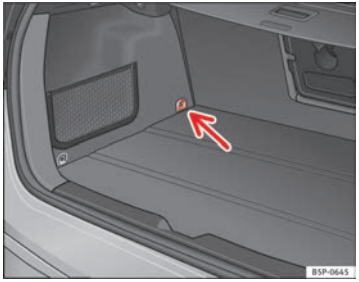

Fig. 32 Top Tether* securing ring
– Press the child seat onto the ISOFIX retaining rings until the child seat can be heard to engage securely. If the child seat is equipped with Top Tether* anchor points, secure it to the correspondent ring ⇒ fig. 32. Observe the manufacturer’s instructions.